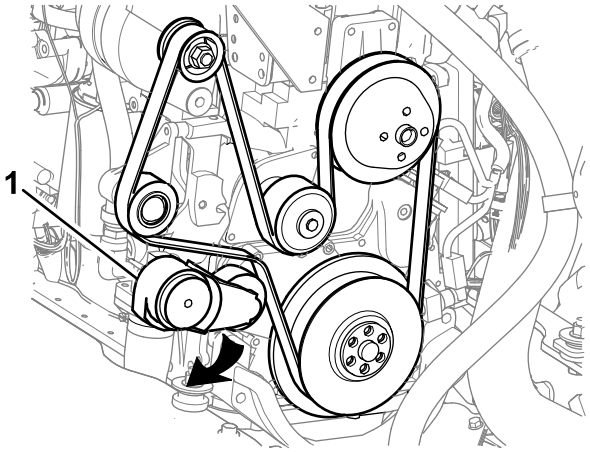

Figure 105
2. Loosen the tension on the belt by rotating the belt tensioner clockwise (Figure 105).
1. Route the belt onto the pulleys, but do not install the belt over the belt tensioner (Figure 105).